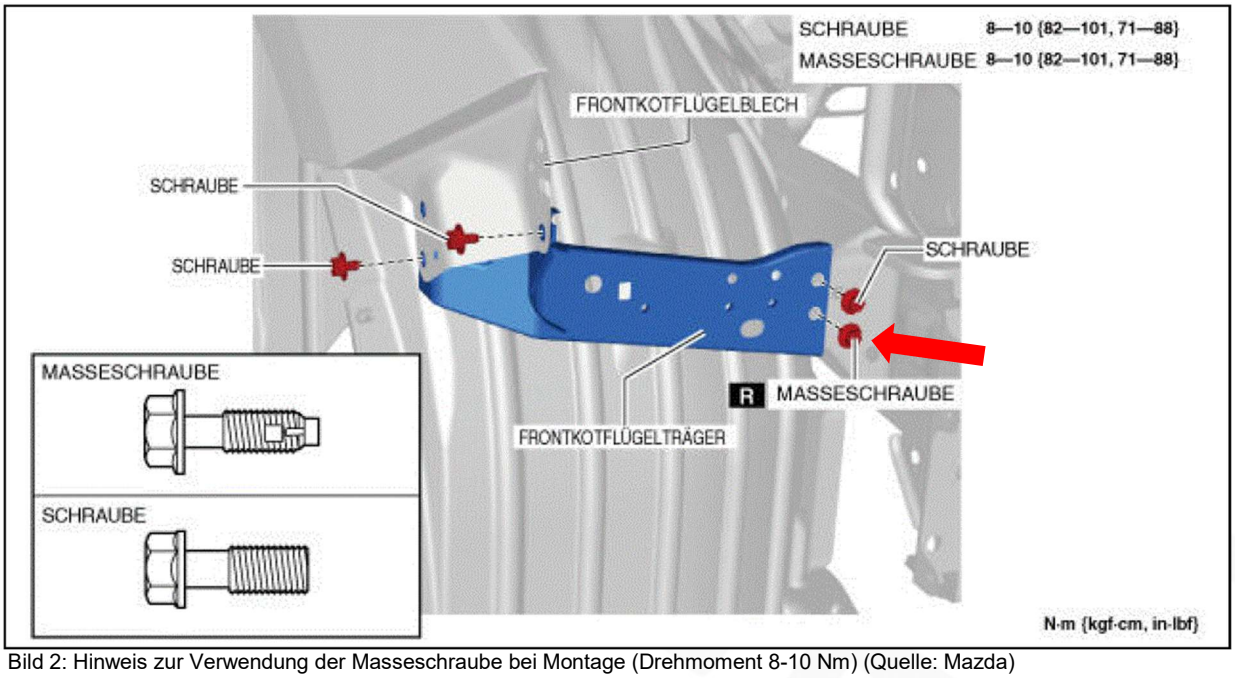

Bild 2: Hinweis zur Verwendung der Masseschraube bei Montage (Drehmoment 8-10 Nm) (Quelle: Mazda)
4. Für die Montage, die Masseschraube an dem dafür vorgesehenen Punkt, mit dem vorgeschriebenen Anzugsdrehmoment anziehen (Bild 2).